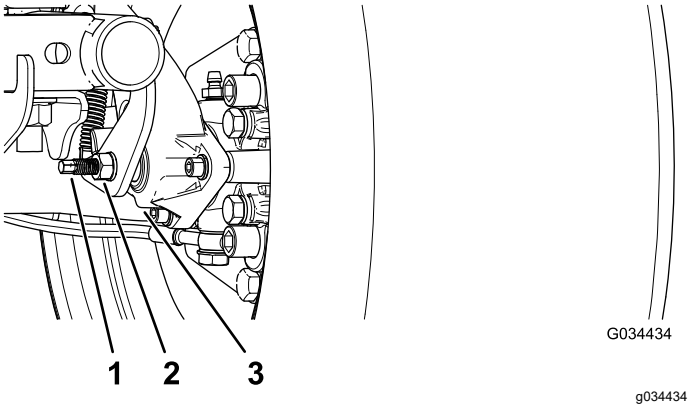

Bild 50
3. Verwenden Sie zwei Schraubenschlüssel und arretieren Sie die Strebe an der Bremsbacke mit einem Schraubenschlüssel und lösen Sie die Klemmmutter um eine Vierteldrehung mit dem anderen (Bild 50).
4. Halten Sie die Strebe zum Einstellen und die Klemmmutter fest und drehen Sie die Strebe zum Einstellen, um sie anzuziehen (Bild 50).
5. Halten Sie die Strebe zum Einstellen und die Klemmmutter fest und drehen sie um eine Vierteldrehung heraus (Bild 50).
6. Halten Sie die Strebe zum Einstellen und die Klemmmutter fest und ziehen Sie die Klemmmutter an (Bild 50).